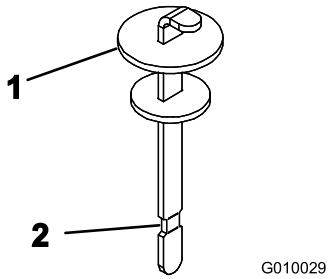

**Rysunek 19**
4. Wyjmij wskaźnik poziomu z szyjki wlewu i przetrzyj go czystą szmatką. Wsuń wskaźnik poziomu do szyjki wlewu, a następnie wyjmij go i sprawdź poziom oleju. Poziom oleju powinien sięgać oznaczenia na wskaźniku (Rysunek 19).